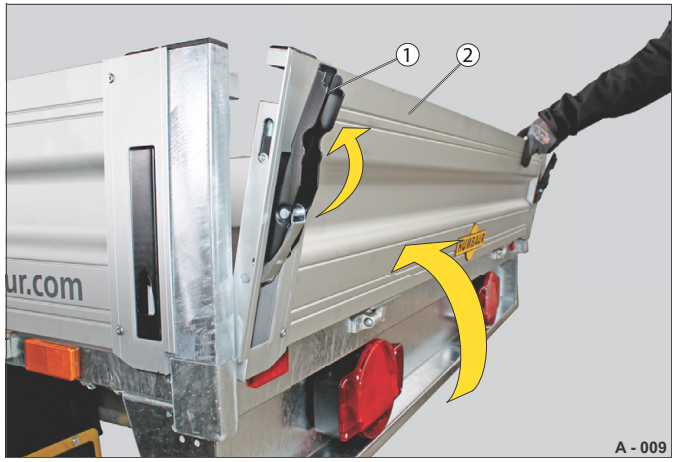

Abb. 12 Zajištění bočnice (např. HA, HT)
▶ V případě potřeby otevřete uzávěry (Abb. 12/1).
▶ Zvedněte bočnici (Abb. 12/2) – ruce mějte mimo zavírací hrany.